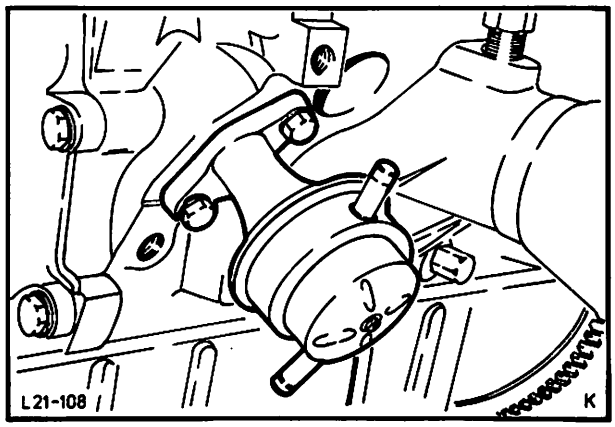

Abb. 181 Kraftstoffpumpe montieren
64. Kraftstoffpumpenstößel in die Bohrung schieben und Kraftstoffpumpe mit neuer Dichtung montieren, Abb. 181. Öldruckschalter einschrauben.